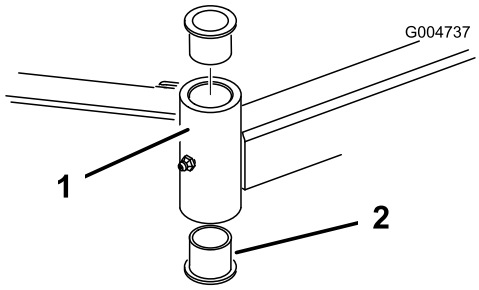

Figur 82
4. Skjut in ett pinndorn upptill eller nedtill i monteringsröret och skjut ut bussningen ur röret (Figur 82).